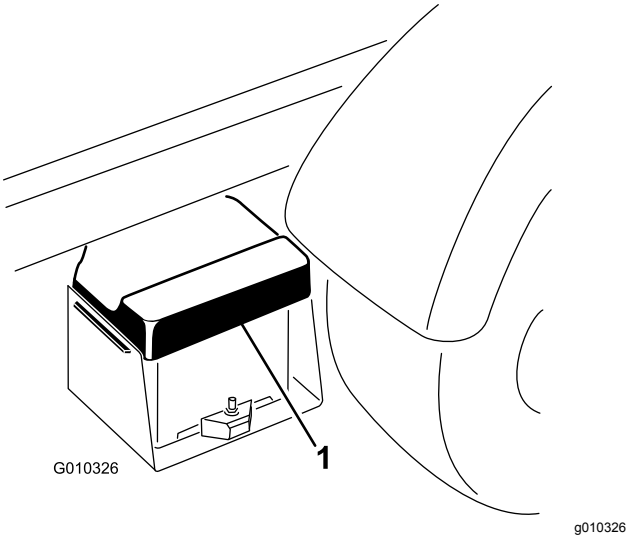

Figur 50
1. Klem på batteridækslet for at løsne tapperne fra batteribundpladen, og fjern batteridækslet fra batteribundpladen (Figur 50).